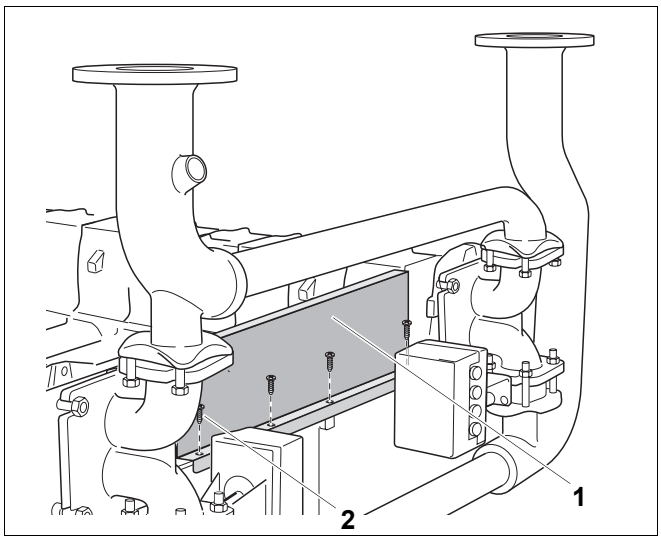

Rys. 35 Montaż ścianki przedniej i elementu środkowego
- Nałożyć ściankę przednią (rys. 35, **poz. 1**) na nakrętki zatrzaskowe i luźno przykręcić czterema śrubami 4,8 x 22 (rys. 35, **poz. 2**).
- Dobrze dokręcić cztery śruby mocujące 4,8 x 22 ściankę przednią (rys. 35, **poz. 2**, strona 32).